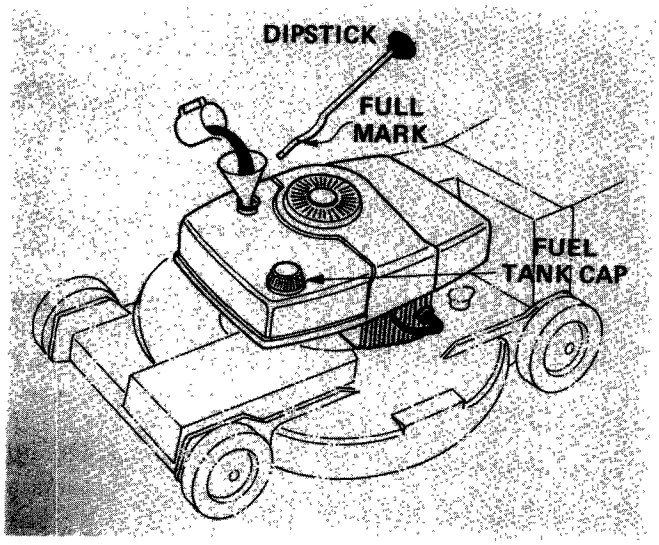

Figure 3
3. Remove dipstick (Fig. 3) by pulling it up.
4. Slowly, pour approximately 21 ounces of oil into filler hole (Fig. 3). The Tecumseh engine uses any high-quality detergent oil having the American Petroleum Institute – API – "service classification" MS, SC, SD, or SE. The recommended oil to use in all GRASSMASTER models is **10W-30 or 10W-40.**
6. Pull dipstick out and check oil level. If level of oil is low, add enough oil to raise level to FULL mark (Fig. 3) on dipstick. DO NOT OVERFILL.